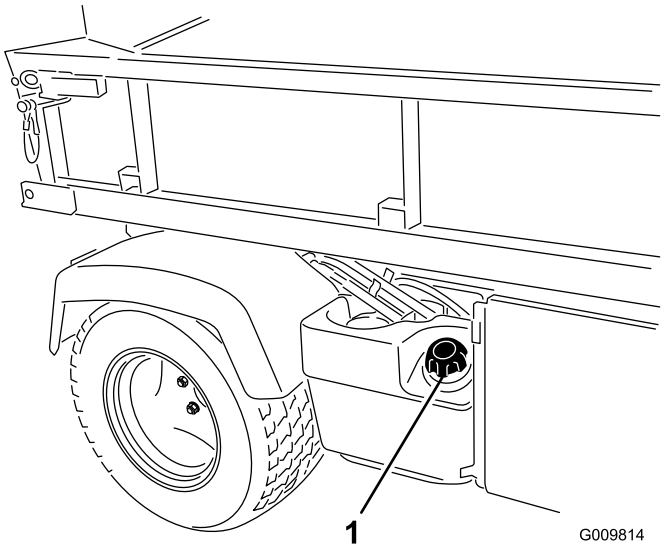

Figura 16
2. Rimuovete il tappo del serbatoio del carburante (Figura 16).